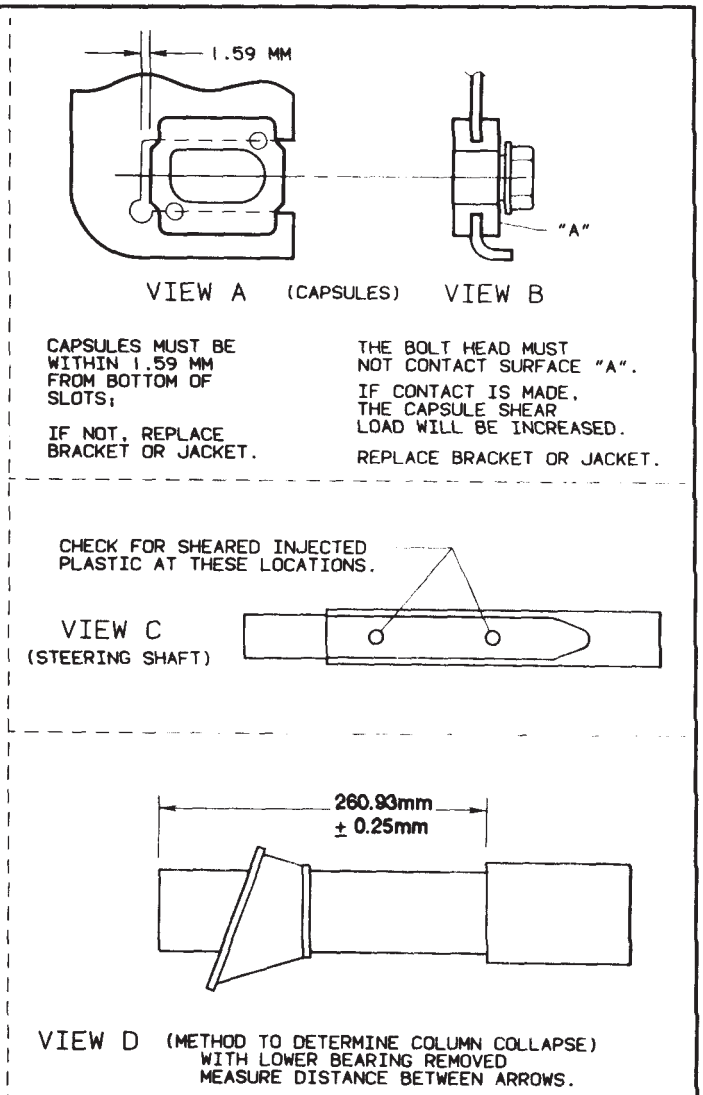

Figure 25 – Checking Steering Column for Accident Damage
- Steering column for accident damage. (See Figure 25)